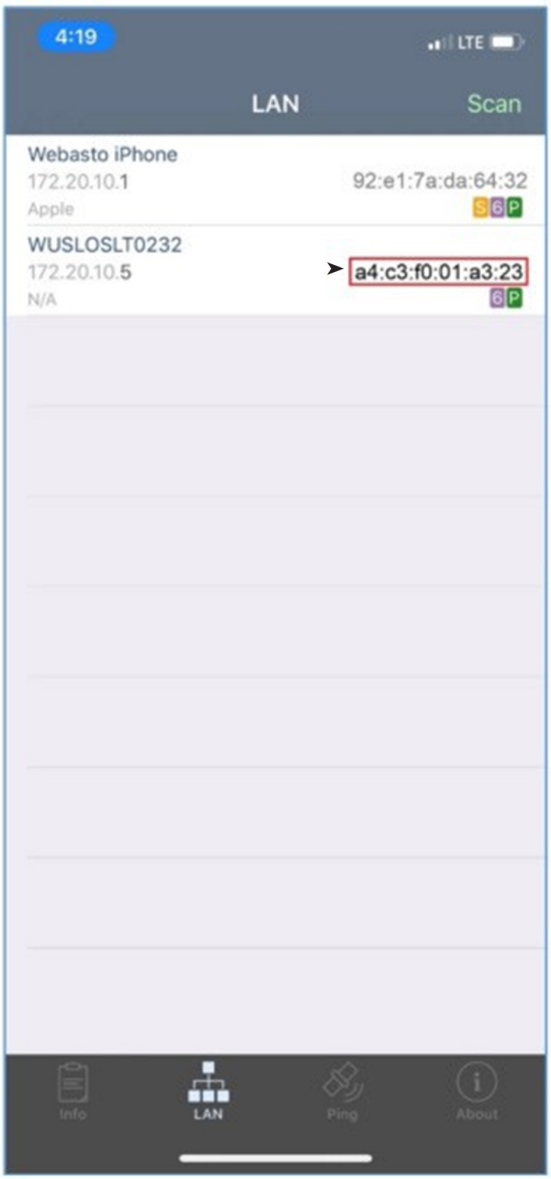

Figure A-8 – MAC Address
The scan is completed, and a list of devices connected to the iPhone Personal Hotspot is displayed. There should be at least two devices on the list: the iPhone and the SkyLink device. The device names, Internet Protocol (IP) addresses, and Wi-Fi MAC addresses are displayed for each device. Please note that the MAC address shown in Figure A-8 is highlighted in a red box.